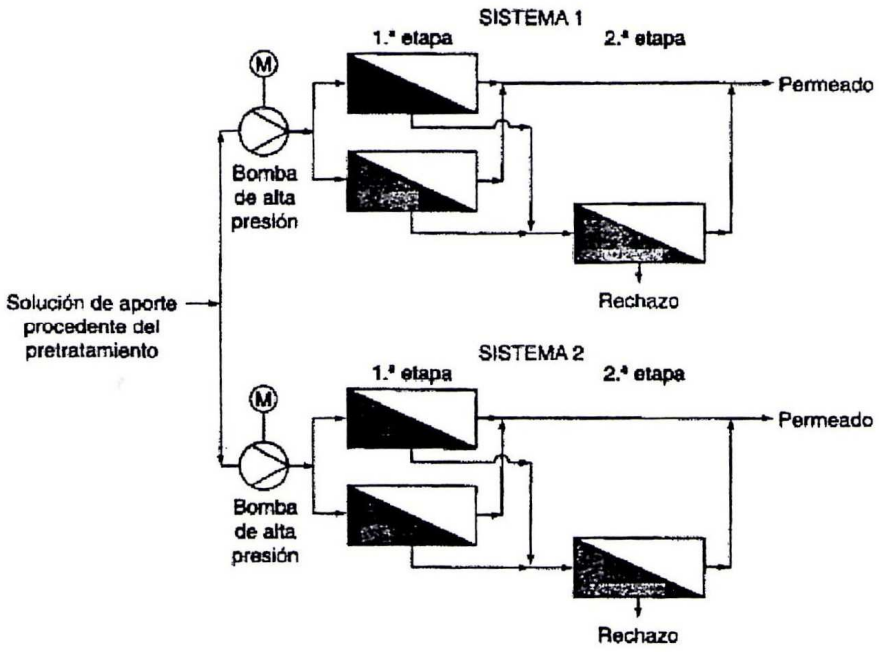

Figura 2.14: Agrupación de sistemas trabajando en paralelo
- **Sistemas en paralelo:** Los sistemas se agrupan análogamente a la agrupación de módulos en paralelo, aunque como a la entrada de cada sistema se encuentra una bomba de alta presión, la alimentación puede no tener la misma presión en los dos sistemas. Como se puede observar en la figura 2.14, dentro de cada sistema puede haber varias etapas, en este caso, funcionando en serie.